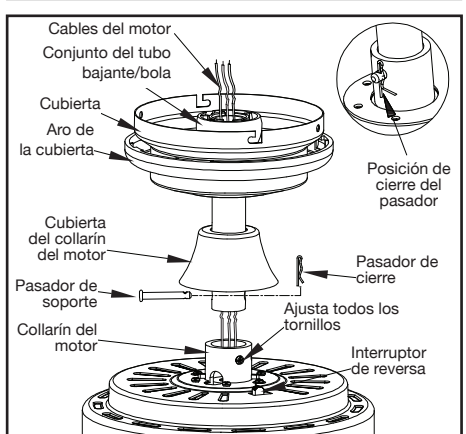

Figura 7
4. Inserta los cables que salen por la parte superior del motor del ventilador, a través de la cubierta decorativa del collarín del motor y enseguida por el aro de la cubierta. Asegúrate de que las ranuras queden en la parte superior. Inserta los cables a través de la cubierta y enseguida a través del conjunto del tubo bajante y bola. (Figura 7)
6. Alinea los orificios en la parte inferior del tubo bajante con aquellos del collarín en la parte superior de la carcasa de motor. (Figura 7). Inserta con cuidado el pasador de soporte a través de los orificios del collarín y del tubo bajante. Ten cuidado de no apretar contra el cableado dentro del tubo bajante. Inserta el pasador de cierre en el orificio cercano al extremo del perno hasta que encaje en su posición, como se muestra en el círculo de la Figura 7.
Este ventilador se envía desde la fábrica con el interruptor de reversa en posición de hacer circular el aire hacia abajo. Si deseas encauzar el flujo de aire en sentido contrario, apaga el ventilador y espera a que las aspas se detengan; enseguida desliza el interruptor de reversa (ubicado en la caja de interruptores, consulta la Figura 7 de la página 4) hacia la dirección opuesta y a continuación vuelve a encender el ventilador. Las aspas del ventilador girarán en sentido contrario e invertirán la corriente de aire.